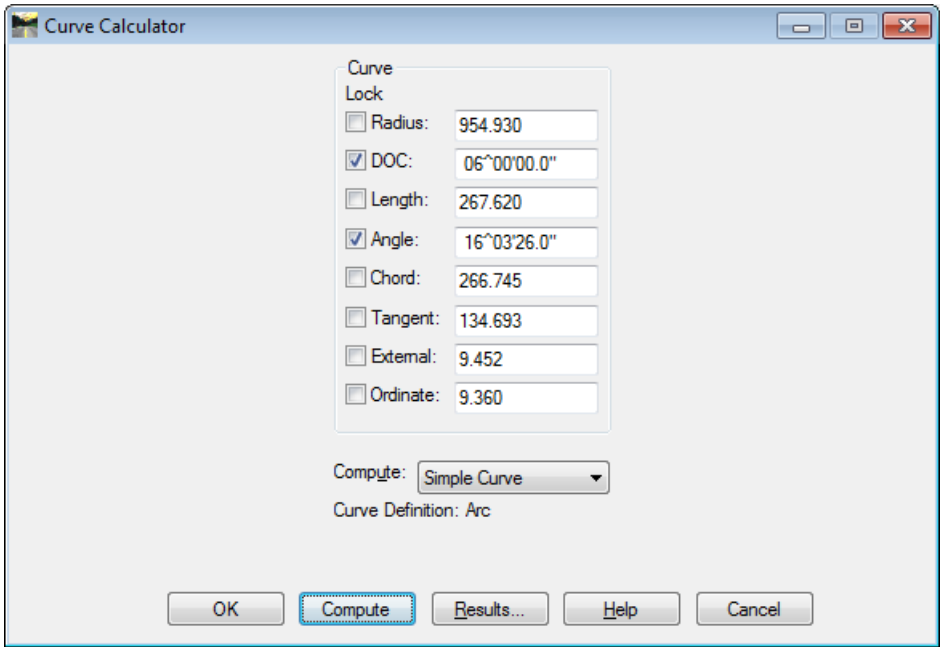

Figure L3-42 Curve Calculator
46.	• In InRoads, Select **Geometry ► Horizontal Curve Set ► Define Curve**. The **Define Horizontal Curve Set** dialog opens. • In the MicroStation screen, notice the Back Tangent and Ahead Tangent for the first PI in Alignment **DE31** are highlighted in Purple. • In the **Define Horizontal Curve Set** dialog click the '**Curve Calc…**' button. The **Curve Calculator** dialog opens. • Place a Check Mark in the **Angle:** check box and the **DOC:** (Degree of Curve) check box. • In the **DOC:** entry field, enter a Degree of Curve **of 6°00'00"**. ***NOTE**: InRoads angle entries take the form of degrees, space, minutes, space, seconds (i.e. **6 00 00**) • Click **Compute**. • Verify your entries match those shown in *Figure L3-42*. • Click **OK**. You are returned to the **Define Horizontal Curve Set** dialog. • Click **Apply** in the **Define Horizontal Curve Set** dialog. • Do not close the **Define Horizontal Curve Set** dialog box yet. • In MicroStation, notice that the Curve was applied to **DE31**. *Defines the First Curve in Alignment DE31.*